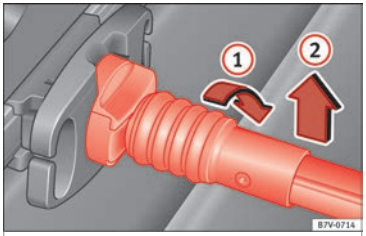

Afb. 171 Maak het bagagenet los.
- Draai de bevestigingssteun 90º naar rechts ››› afb. 171 (1) tot de rode markering op de steun zichtbaar is. Verwijder de bevestigingssteun door deze omhoog te brengen (2).